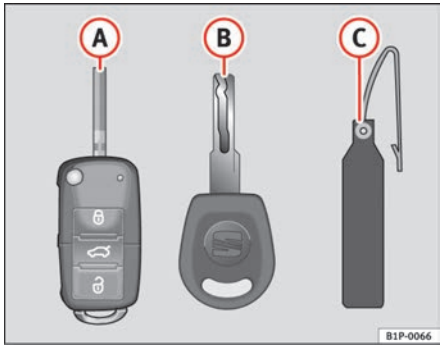

Fig. 63 Set of keys
- one remote control key ⇒ fig. 63 (A) with folding key bit,
- one key without remote control (B),
- one key tab (C) with the key number.
Spare keys cannot be issued without the key number on the key tab ⇒ fig. 63 (B). Therefore:
– Use both keys that have been delivered with the vehicle ⇒ page 99, fig. 63, the key fitted with the remote control (A) and the normal key (B).